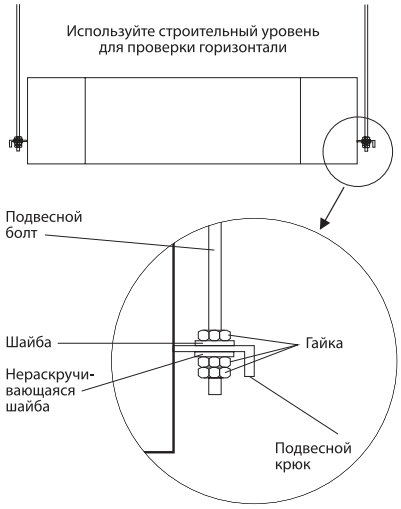

Рисунок 16 - Крепление подвесных болтов к внутреннему блоку
• Отрегулируйте относительное положение подвесных болтов таким образом, чтобы блок был расположен горизонтально со всех сторон. Для проверки горизонтали воспользуйтесь строительным уровнем. Неправильная установка внутреннего блока может привести к утечке воды, воздуха и т.д (см. рис.16).